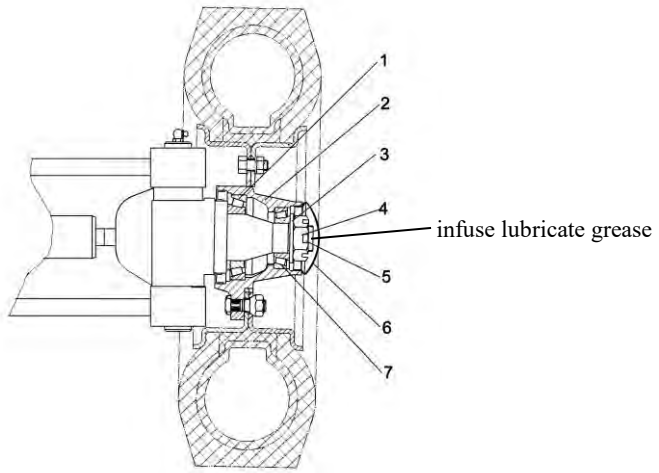

figure 2-38 Adjustment for pretightening force
(1) See figure 2-38, lubricate inner cavity of wheel hub, inside or outside bearing and cover of wheel hub, meanwhile, lubricate oil seal
(2) Fit bearing outer ring on wheel hub and fit wheel hub on kunckle shaft.
(3) Fit washer and tighten castle nut, its tightening torque is 206-235N.m(21-24kgm),then loose castle nut, tightening nut again, at this time, the torque is 9.8N.m(1kgm)
(4) Tap wheel hub gently by wood hammer and rotate wheel hub 3-4 circle to ensure there is no loose of wheel hub.
(5) Tighten castle nut and make slot aim at split pin hole of kunckle
(6) Tap wheel hub gently by wood hammer again, rotate wheel hub 3-4 circle by hand to ensure rotation stability, and measure rotation torque to ensure it between 2.94-7.8N．m(0.3-0.8kgm)
(8) After rotation torque is regulated at its standard value, lock castle nut by split pin